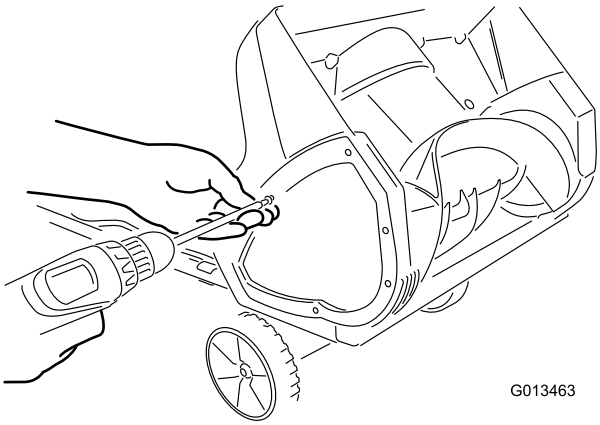

**Figur 15**
1. Fjern skruene som fester den høyre sideplaten til maskinrammen (Figur 15).